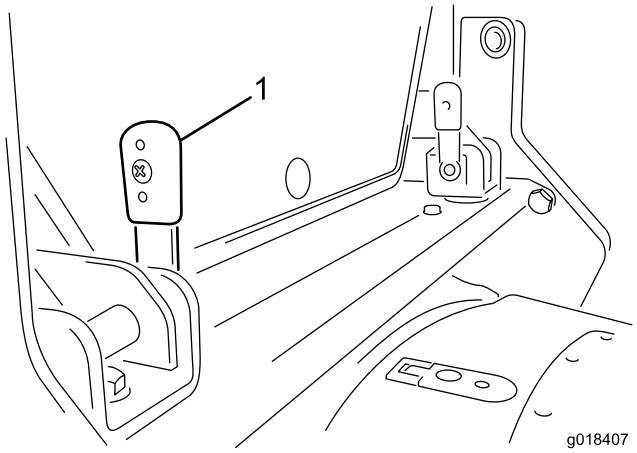

Figur 12
1. Drej de to låsearme, der er placeret på tværbjælken i førerhusets bagende, så de vender opad (Figur 12).
3. Når armene er placeret lodret (Figur 12), skal de skubbes gennem beslagene. Det kan være nødvendigt at vrikke armene ind i beslagene, indtil låsetapperne flugter med rillerne.